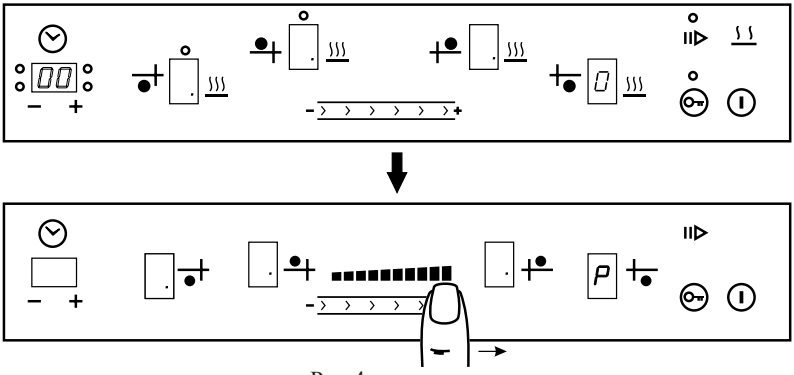

Рис.4
1. Коснуться зоны ② с обозначением выбранной конфорки, после чего конфорка перейдет в режим управления. В соответствующем окне индикации режима нагрева ярко загорится «**0**» (рис. 4), во всех остальных окнах выбора индикатор будет гореть тускло.